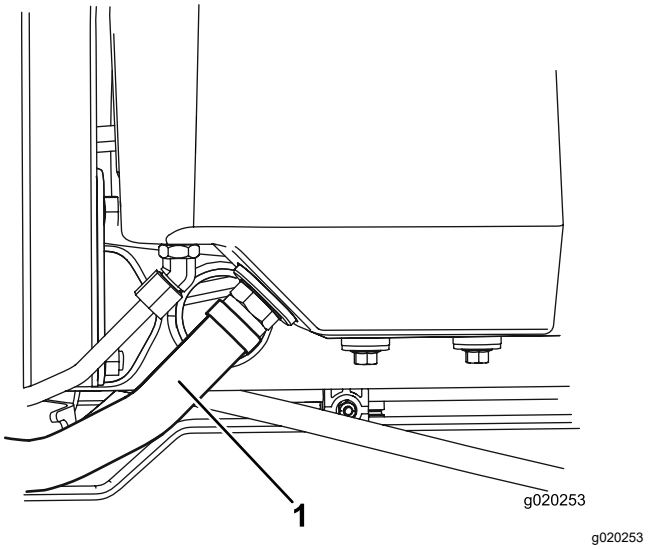

Figur 81
2. Koble den store hydrauliske slangen (Figur 81) fra beholderen og la den hydrauliske væsken renne ned i et tappefat.